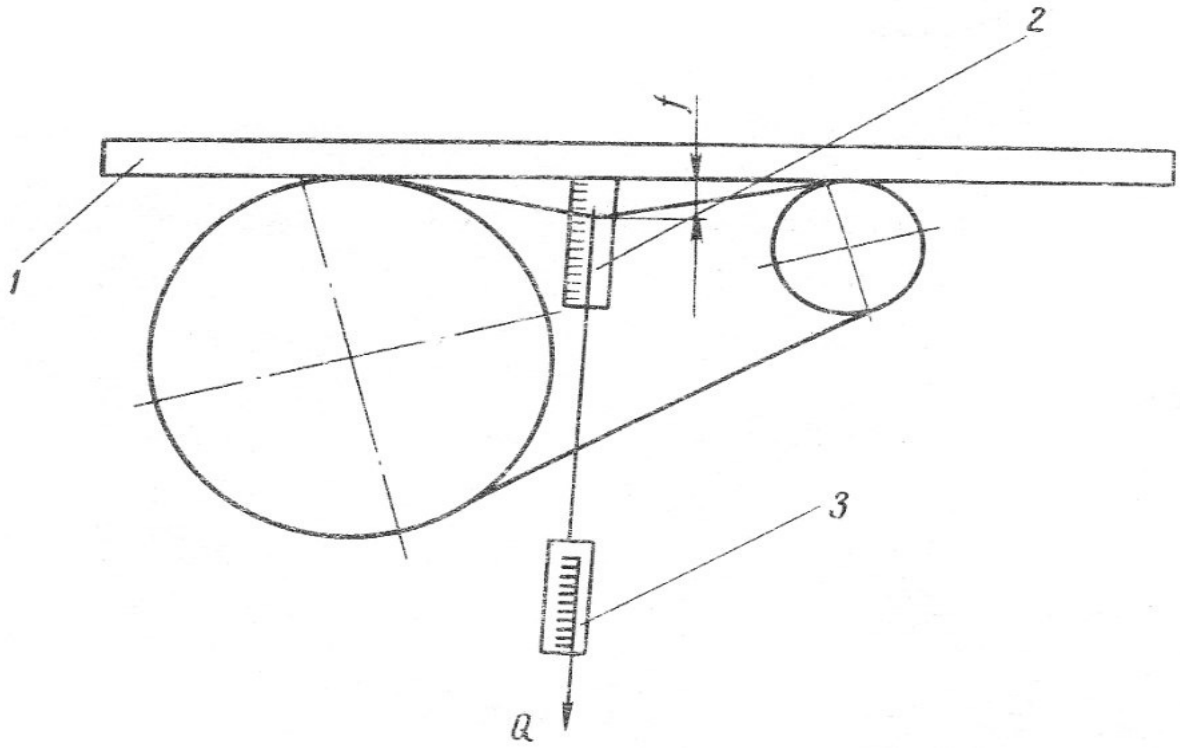

Рис. 21 Схема проверки натяжения ремней:
3. Проверить натяжение клиновых ремней (рис. 21).